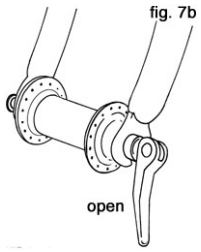

fig. 7b
(1) Bewegen Sie den Schnellspannhebel so, dass er sich vom Rad wegwölbt (Abb. 7b). Dies ist die Stellung OPEN.
(3) Ziehen Sie das Schaltwerkgehäuse mit der rechten Hand zurück.
(4) Bringen Sie den Schnellspannhebel in die Position OPEN (Abb. 7b). (5) Heben Sie das Hinterrad ein paar Zentimeter vom Boden ab und stellen Sie es mit dem